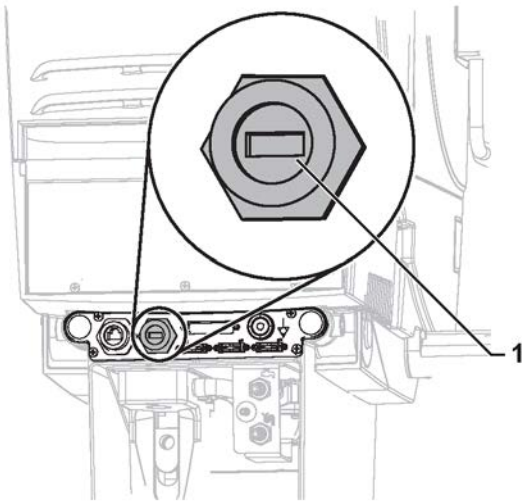

Figure 5-1. USB port
1) Insert the USB flash drive in the USB port (1) according to Figure 5-1 "USB port" on page 142.